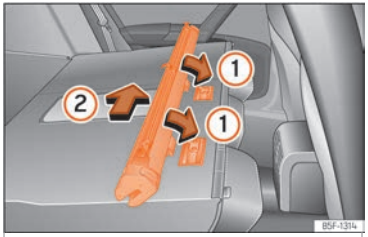

Fig. 140 Monter le filet de séparation sur le dossier de la banquette arrière.
- Placez la structure du filet sur les renfoncements des rails de fixation dans le sens des flèches ››› fig. 140 ①.
- Poussez la structure vers le côté gauche du véhicule dans le sens de la flèche ››› fig. 140 ② et jusqu'à la butée.
- Tirez la structure du filet de 5 cm environ dans le sens contraire à celui de la flèche ››› fig. 140 ②.
- Retirez la structure du rail de maintien en tirant dans le sens contraire à celui des flèches ››› fig. 140 ①.